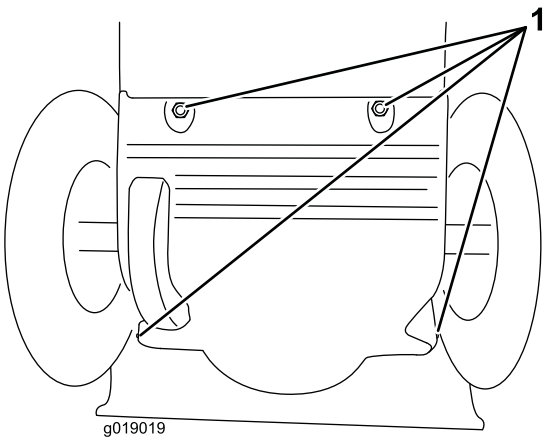

**Figura34**
3. Scoatei capacul posterior (Figura34).